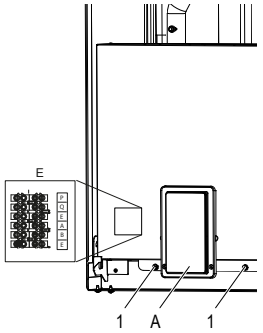

fig. 16 - aanzicht zonder voorpaneel
- draai de twee schroeven (ond. 1 - fig. 16) onder het elektriciteitskastje los
A Weergavepaneel en toetsenbord (fig. 16)
De aansluitkast (ond. B fig. 16) bevindt zich links van de elektrische doos van de boiler. De aansluitkast is van het type mammoet mannetje-vrouwtje. Op de zijkant van de aansluitkast zit een etiket dat de 6 beschikbare klemmen aangeeft.